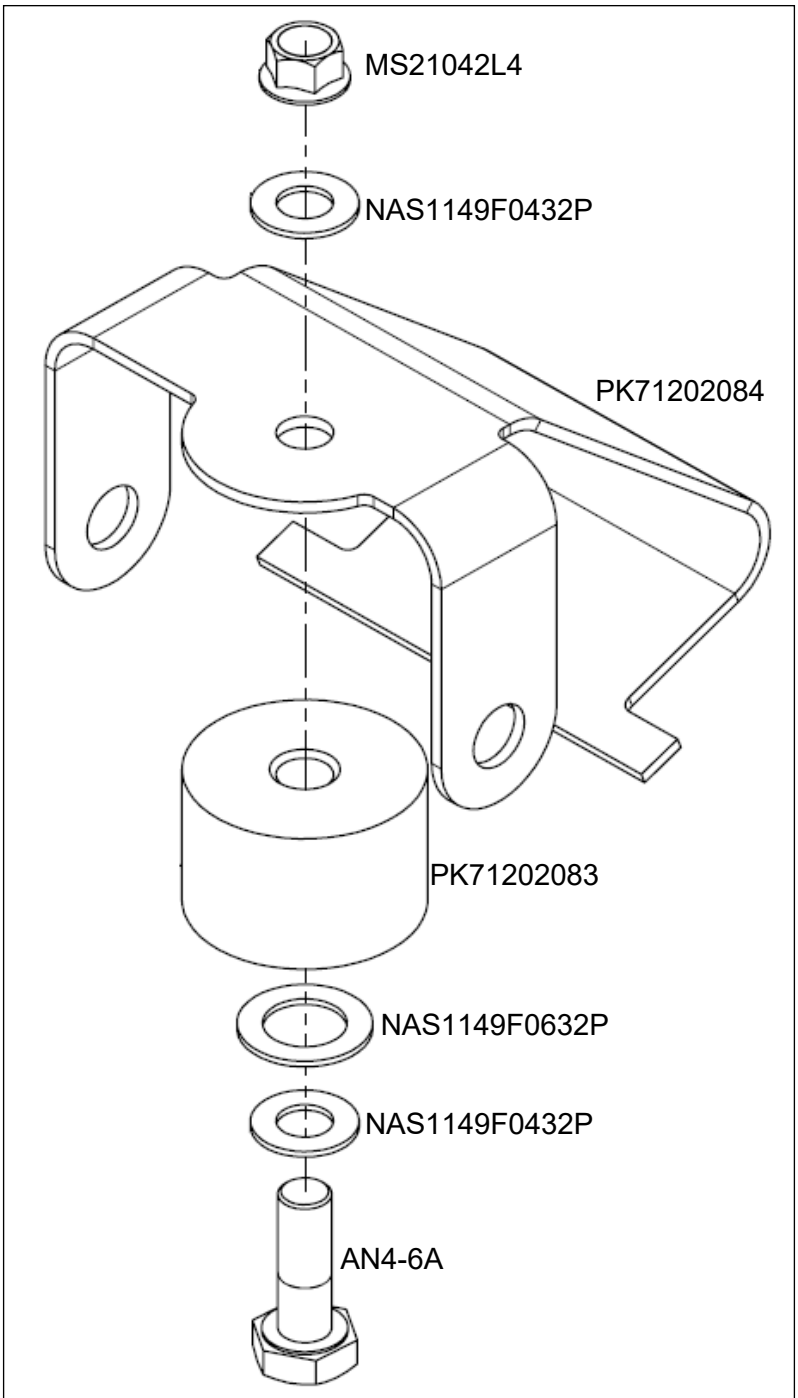

Figure 3: Bumper Bracket Assembly
9. Assemble bumper bracket assembly per Figure 3: Bumper Bracket Assembly. Torque MS21042L4 nut to 5-10 in-lbs.